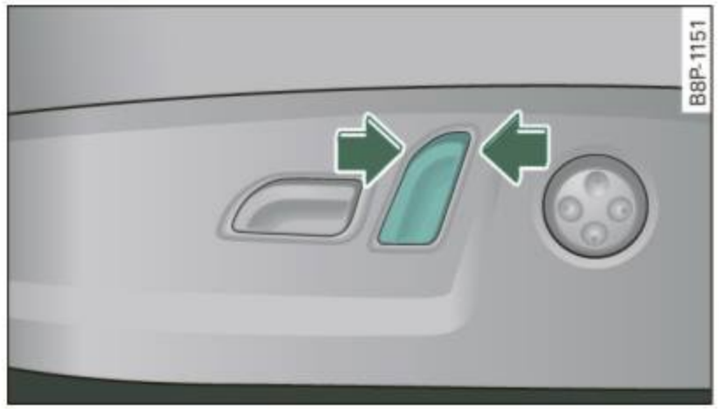

Fig. 73 Driver's seat: switch for seatback adjustment
– Push or pull the top of the switch in the same direction you like the seatback to tilt ⇒ fig. 73.